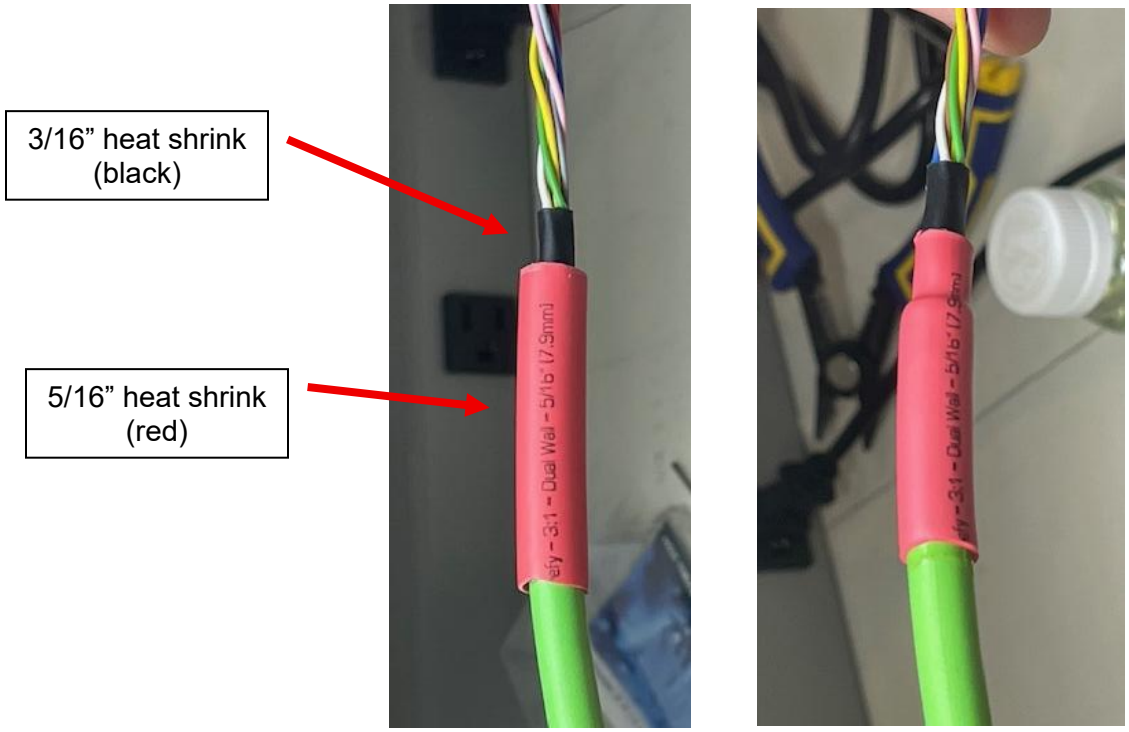

Figure 18 (before and after heat applied)
10. Slide the heat shrink tubing over all 8 wires, and over the piece of 3/16” tubing just installed such that some overlap is present as shown in the left picture of Figure 18 below